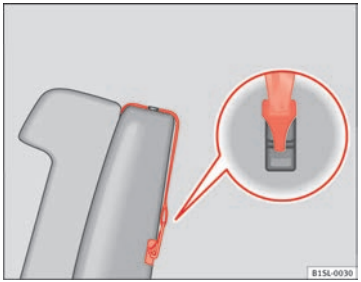

Fig. 54 Exemple de ceinture de fixation supérieure accrochée.
- Accrochez la ceinture de fixation supérieure dans le coffre à bagages, sur l'anneau de retenue correspondant ⇒ fig. 54.